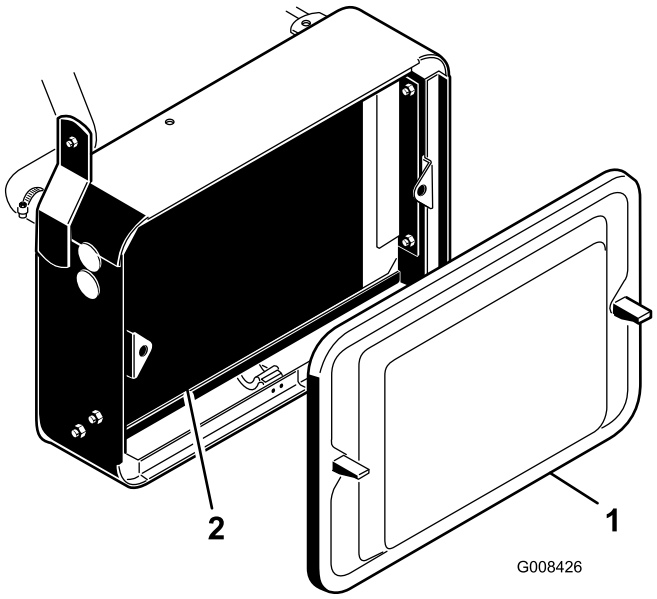

**Figur 46**
1. Ta av radiatorskjermen (Figur 46).